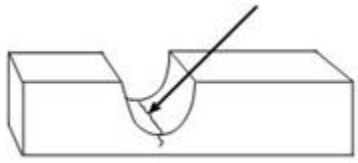

Figure 109E *"U" Groove Pattern*
- On frog wing rails and frog point, remove metal in the shape of a 'U' groove type pattern. (See Figure 109E)